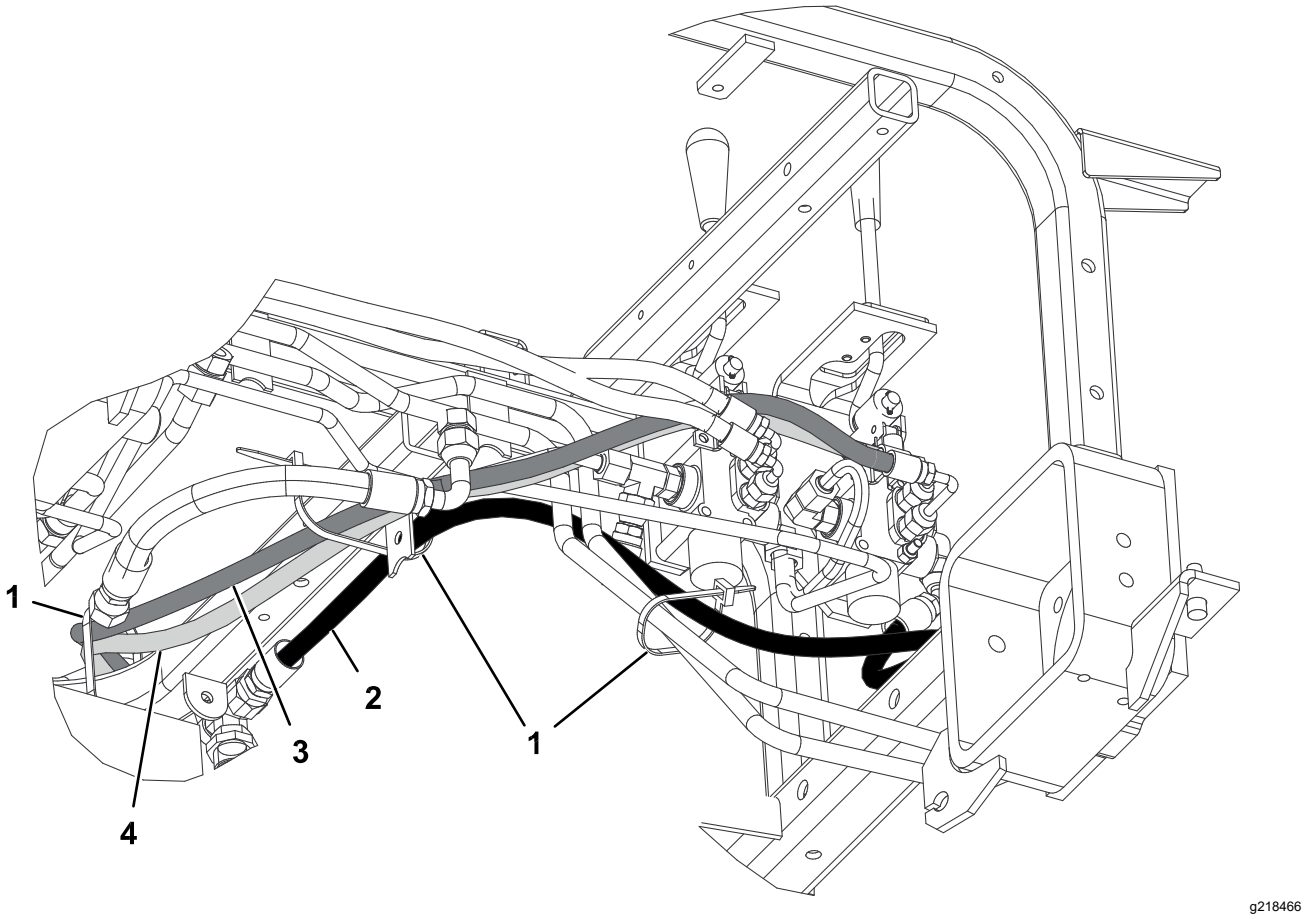

Figura 23
2. Collegate il raccordo a T con l'estremità a 45° del flessibile idraulico (n. cat. 108-8449) al lato libera del raccordo a T sul lato destro della valvola e l'estremità dritta del flessibile al raccordo libero del radiatore dell'olio (Figura 22). Fate riferimento alla Figura 23 e alla Figura 24 per la disposizione del flessibile.
4. Collegate il raccordo a 90° corto del flessibile idraulico (n. cat. 108-8453) al raccordo diritto superiore sul retro della valvola. Disponete il flessibile facendolo passare attraverso il reggitubo dei cavi e collegate l'estremità dritta del flessibile al raccordo del cilindro idraulico superiore (Figura 22). Fate riferimento alla Figura 23 e alla Figura 24 per la disposizione del flessibile.
5. Collegate il raccordo a 90° lungo del flessibile idraulico (n. cat. 108-8454) al raccordo diritto inferiore sul retro della valvola. Disponete il flessibile facendolo passare attraverso il reggitubo dei cavi e collegate l'estremità dritta del flessibile al raccordo del cilindro idraulico inferiore (Figura 22). Fate riferimento alla Figura 23 e alla Figura 24 per la disposizione del flessibile.
8. Utilizzando delle fascette per cavi, fissate i flessibili alla macchina nei punti illustrati nella Figura 23 e nella Figura 24.